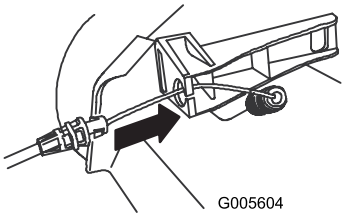

Figuur 6
4. Steek de kabel in de kabelgeleider op de linkerbeugel van de handgreep (Figuur 6).